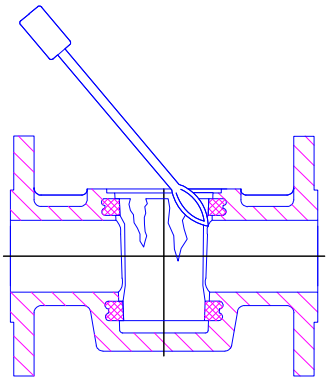

Abb. 2 / *fig. 2*
3. Alte Büchse herausschneiden (Abb.2)
3. Cut out old sleeve (fig.2)